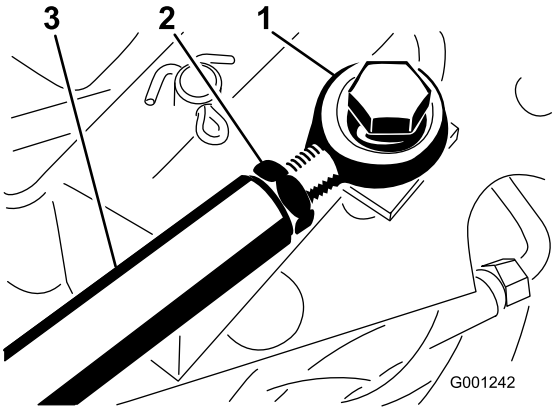

Figur 67
3. Hvis der ønskes yderligere justering, skal traktionsstangen (Figur 67) indstilles som følger: